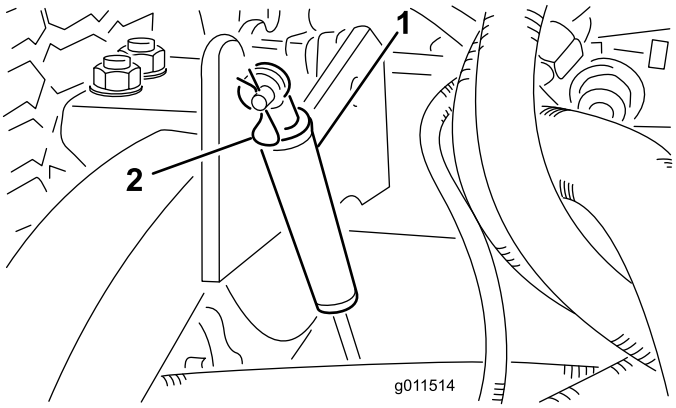

図 76
2. ダンパを昇降アームに固定しているヘアピンコッターを外す 図 76。ダンパをデッキハウジング側に倒す。